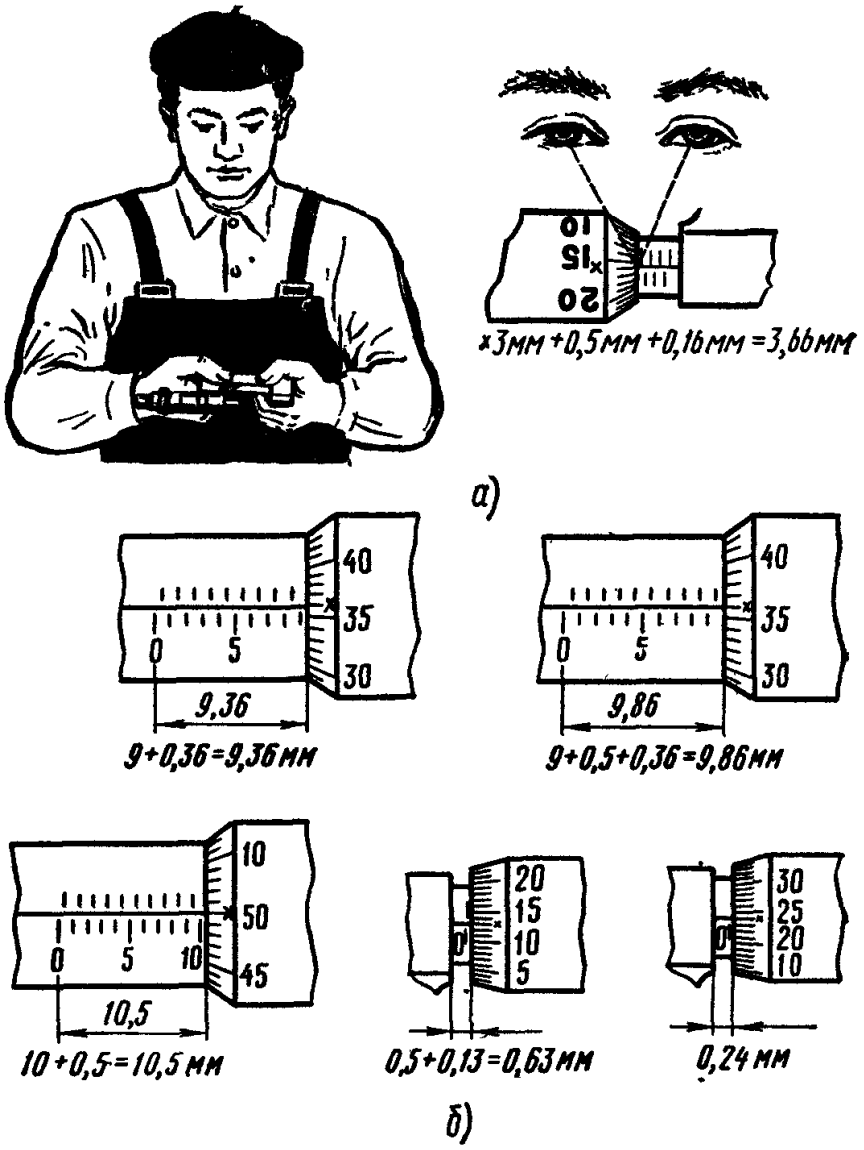

Рис. 15. Работа с микрометром:
a) при чтении показаний микрометр держать прямо перед глазами (рис.15, *а*);
с) на рис. 15, *б* приведены примеры отсчетов.